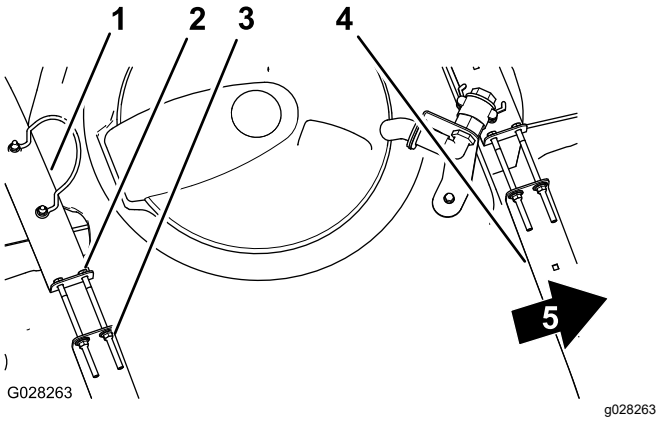

**Figura 21**
2. Verifique se há algum movimento entre as correias do tanque e o tanque (Figura 21).
3. Se as correias do tanque ficarem soltas no tanque, aperte as contraporcas flangeadas e os parafusos na parte superior das correias até que fiquem rentes à superfície do tanque (Figura 21).